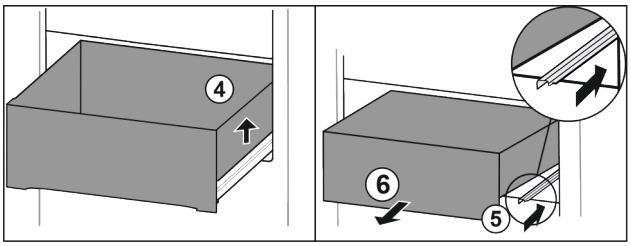

Fig. 32
- ▶ Приподнимите выдвижной ящик справа. *Fig. 32 (4)*
- ▶ Вставьте правую направляющую. *Fig. 32 (5)*
- ▶ Извлеките выдвижной ящик движением вперед. *Fig. 32 (6)*